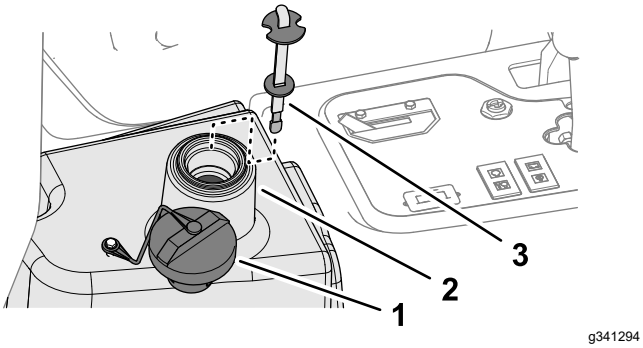

Figur 91
2. Rengør området omkring påfyldningsstudsen og hydraulikvæsketankens dæksel (Figur 91) og fjern dækslet.